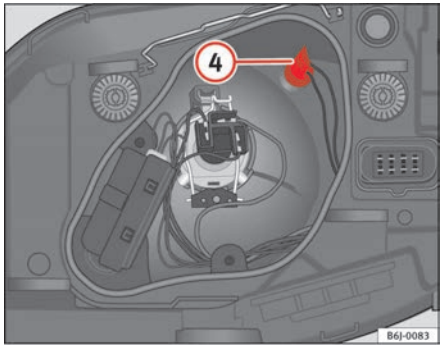

Fig. 153 Side lights
– Extract the lamp holder (4) ⇒ fig. 153 outwards.